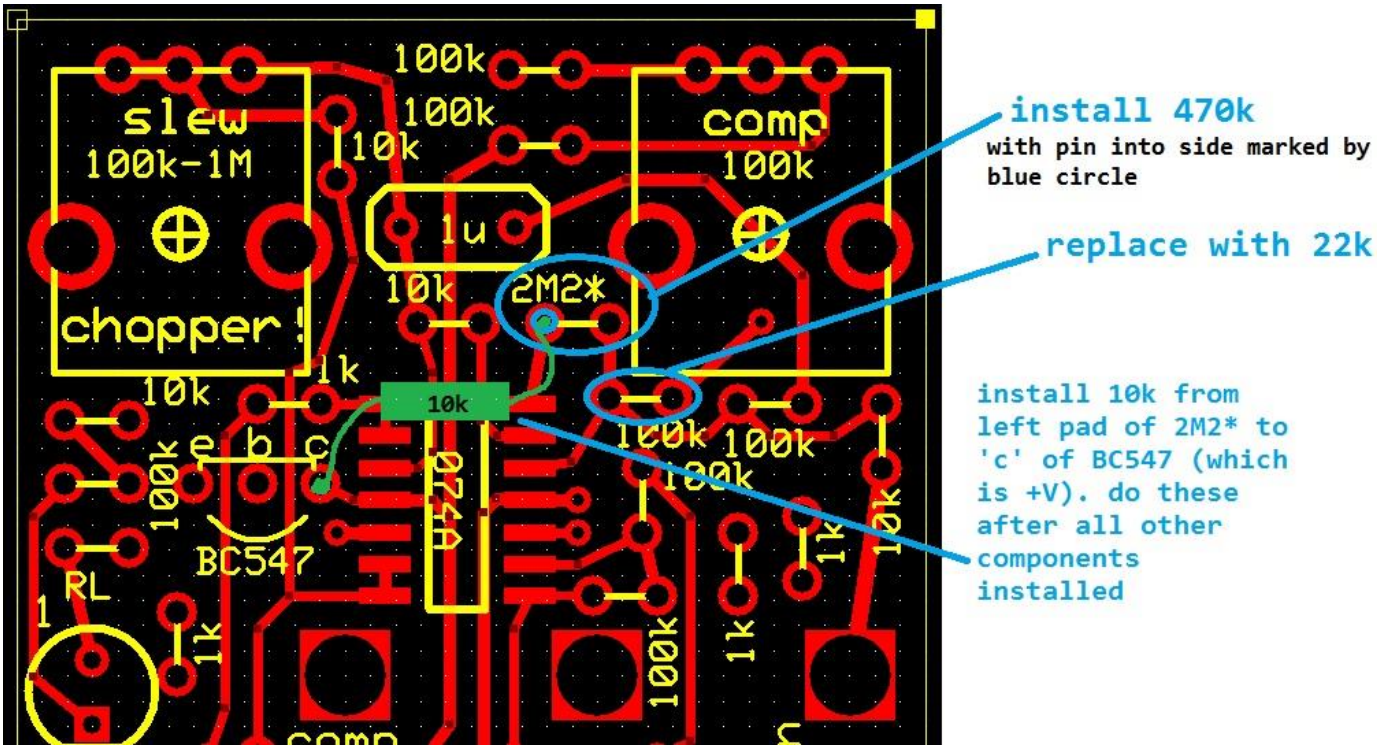

figure 1
3. A 10 k resistor needs to be soldered from the left pad of the 470k resistor to +V, easiest is the closest pin of the nearby transistor. See figure 1 below.